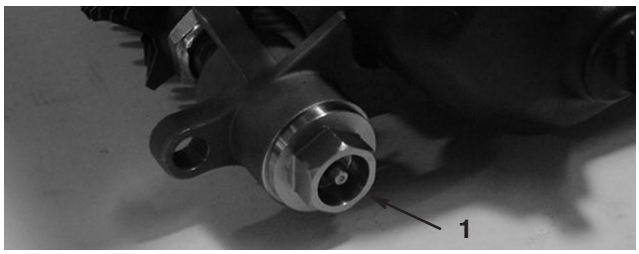

Figure 18
30. Apply Loctite to the threads on the cap plug (Fig. 18). Thread the cap plug into the groomer housing. Torque the cap plug to 60–80 ft–lbs.